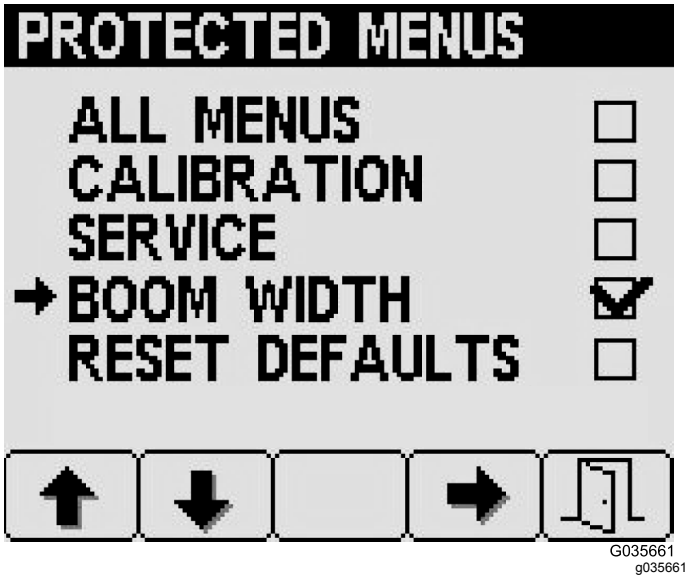

Figur 30
3. Tryck på knapp 4 för att markera eller avmarkera enskilda låsta menyalternativ enligt Figur 30.